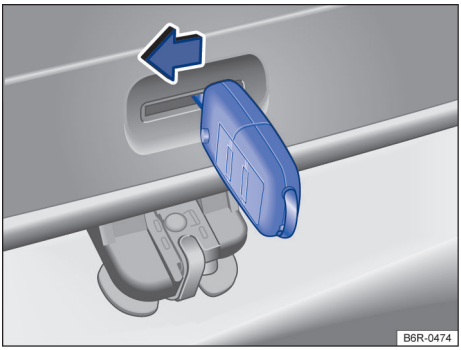

Fig. 58 Do lado de dentro do compartimento de bagagem: destravamento de emergência da tampa traseira.
– Inserir a haste da chave na abertura da tampa traseira → Fig. 58 e pressionar a alavanca de destravamento no sentido da seta, para destravar a tampa traseira. ◁